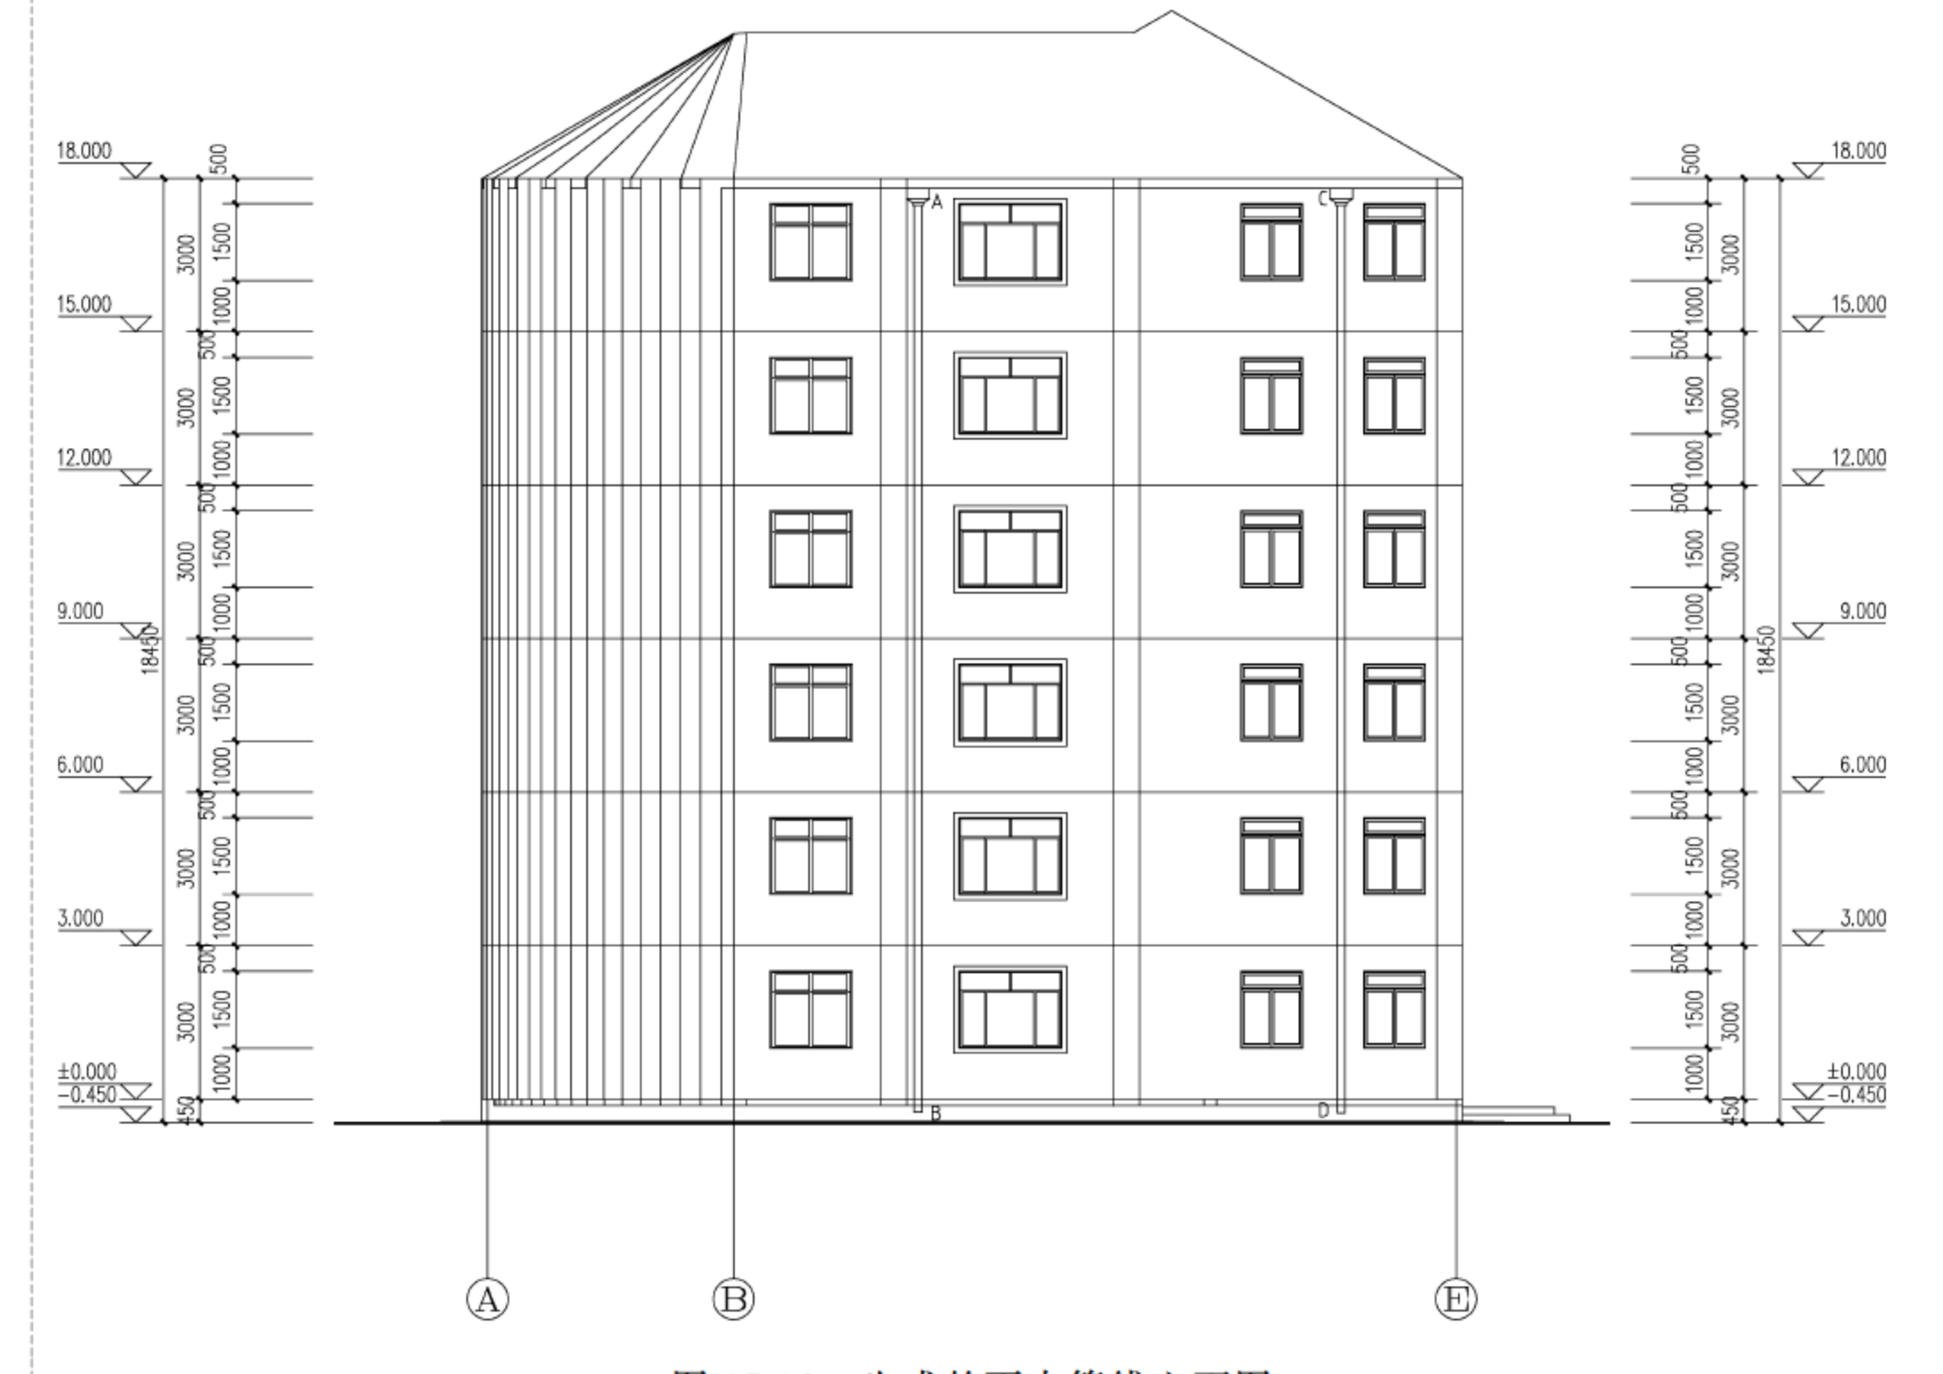
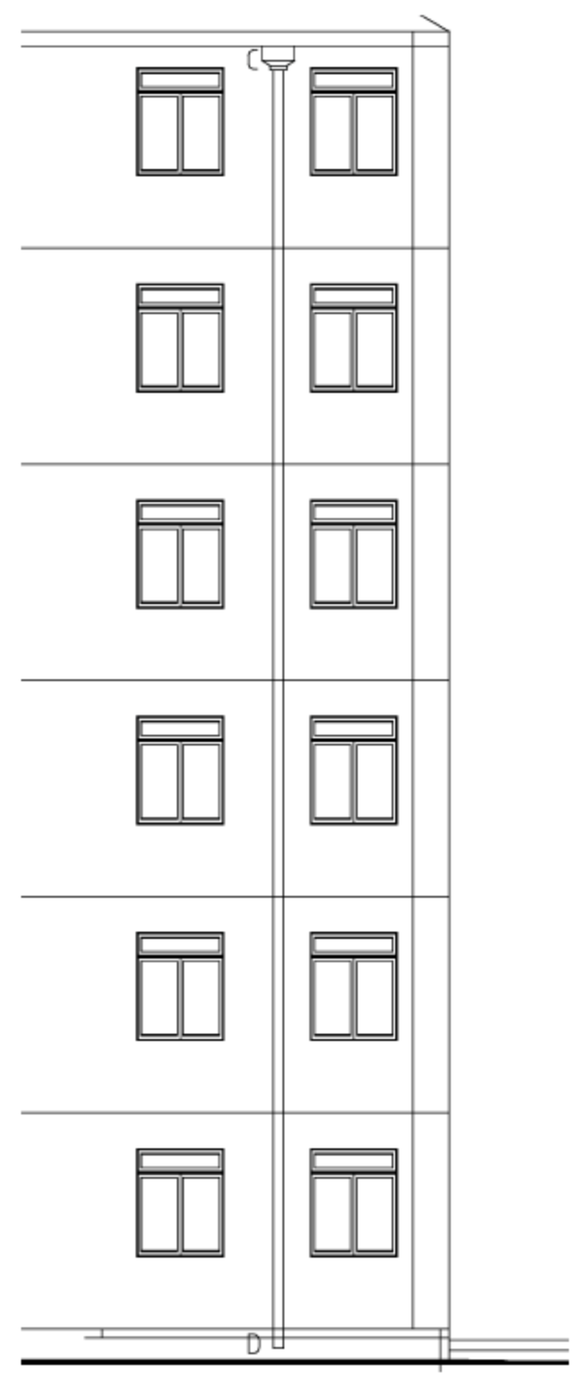

图 17-92 生成的雨水管线立面图
图 17-94　生成右侧的雨水管
采用“雨水管线”命令可以按给定的位置生成竖直向下的雨水管。生成的雨水管线立面图如图 17-92 所示。
(1) 打开需要生成雨水管线的立面图,如图 17-92 所示,先生成左侧的雨水管,单击菜单中的“立面”→“雨水管线”命令,命令行提示如下。
此时生成右侧的立面雨水管，如图 17-94 所示。最终生成的雨水管线立面图如图 17-92 所示。